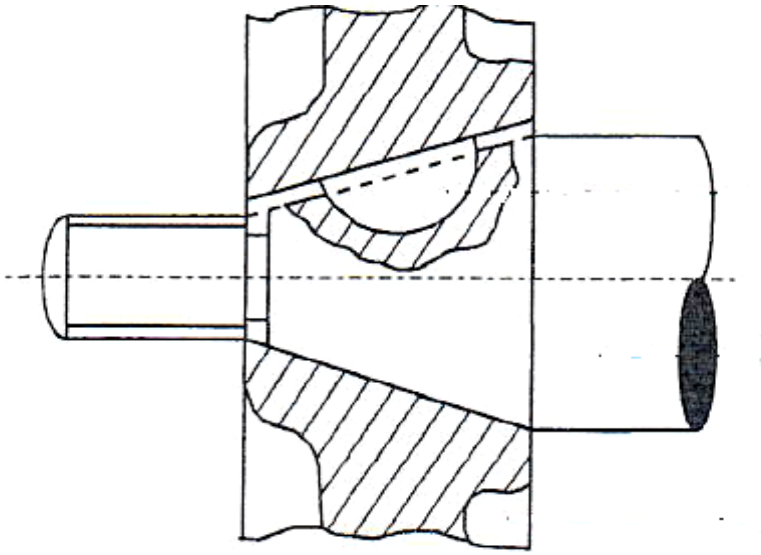

**FIGURE 1**
7.1 FIGURE 1 shows a drawing of a pulley that is keyed onto a tapered shaft. Answer the questions related to the figure.
7.1.1 Name of the key used in FIGURE 1.
7.1.2 Give ONE use for the key in FIGURE 1.